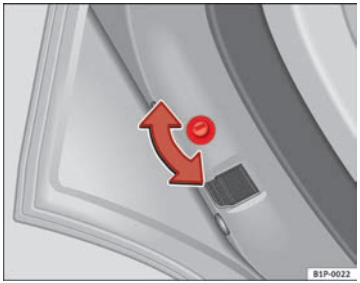
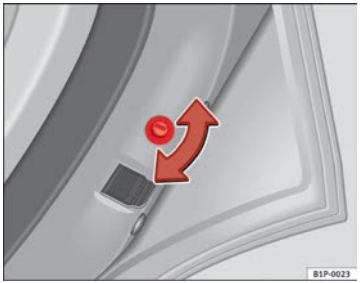

Fig. 61 Childproof lock on the left hand side door
Fig. 62 Childproof lock on the right hand side door ▶
– With the door open, rotate the groove in the door using the ignition key, clockwise for the left hand side doors, and anticlockwise for the right hand side doors ⇒ Fig. 61 ⇒ Fig. 62.
– With the door open, rotate the groove in the door using the ignition key, clockwise for the right hand side doors, and anticlockwise for the left hand side doors ⇒ Fig. 61 ⇒ Fig. 62.